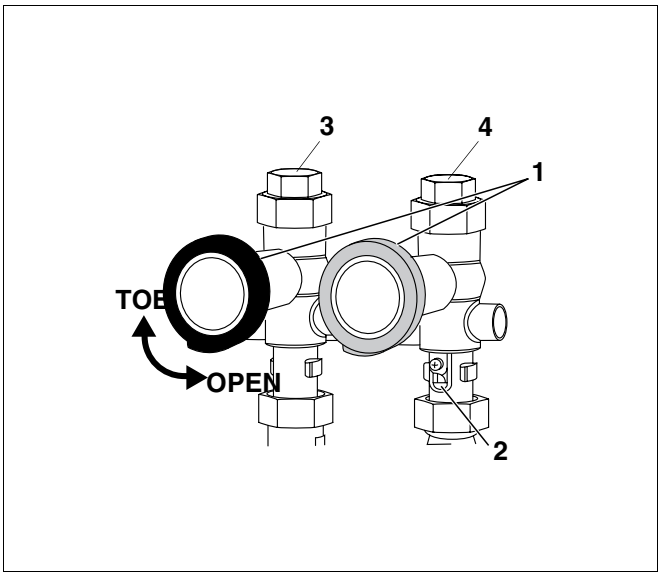

Afb. 1 Vertrek en retour
Teneinde de installatie gemakkelijker te kunnen vullen, kan het terugslagventiel in het ketelvertrek manueel geopend worden. Daarvoor moet de sleuf van de schroef (afb. 1, pos. 2) aan het terugslagventiel in verticale positie geplaatst worden. Let erop, dat de kogelkranen (afb. 1, pos. 1) in het vertrek (afb. 1, pos. 4) en de retour (afb. 1, pos. 3) geopend zijn!